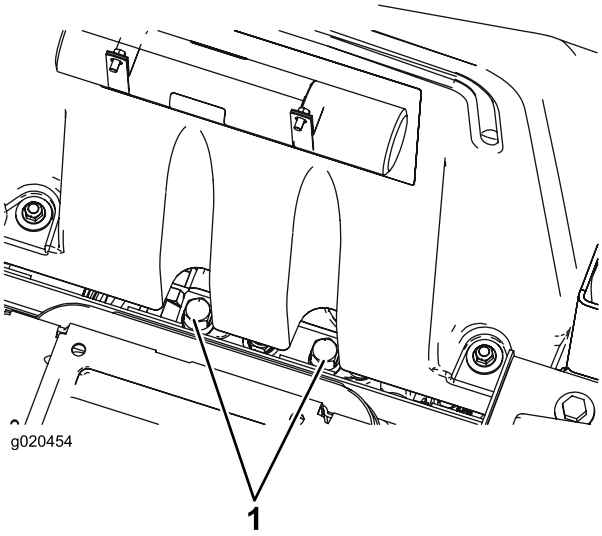

Figur 33
1. Höj upp sätet. Förbikopplingsventilerna är placerade under bränsletankens framsida (Figur 33).